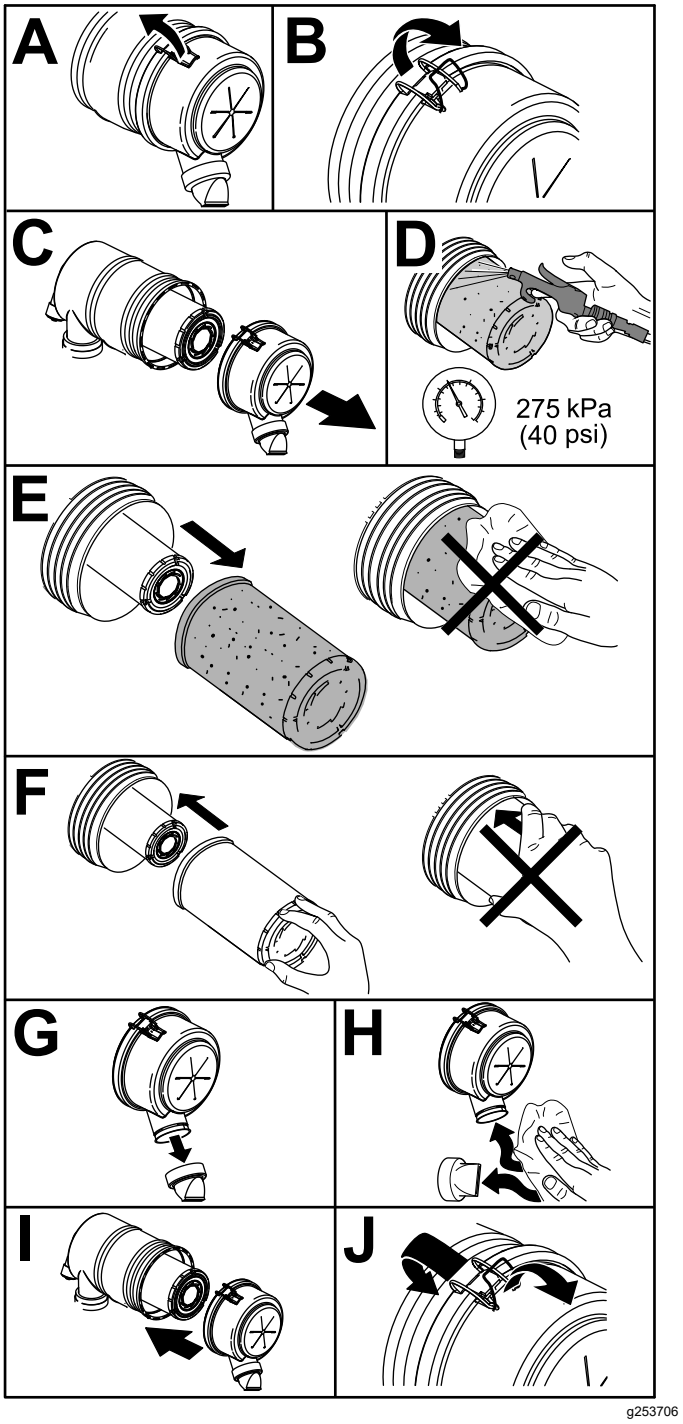

Figuur 53
1. Vervang het luchtfilterelement (Figuur 53).